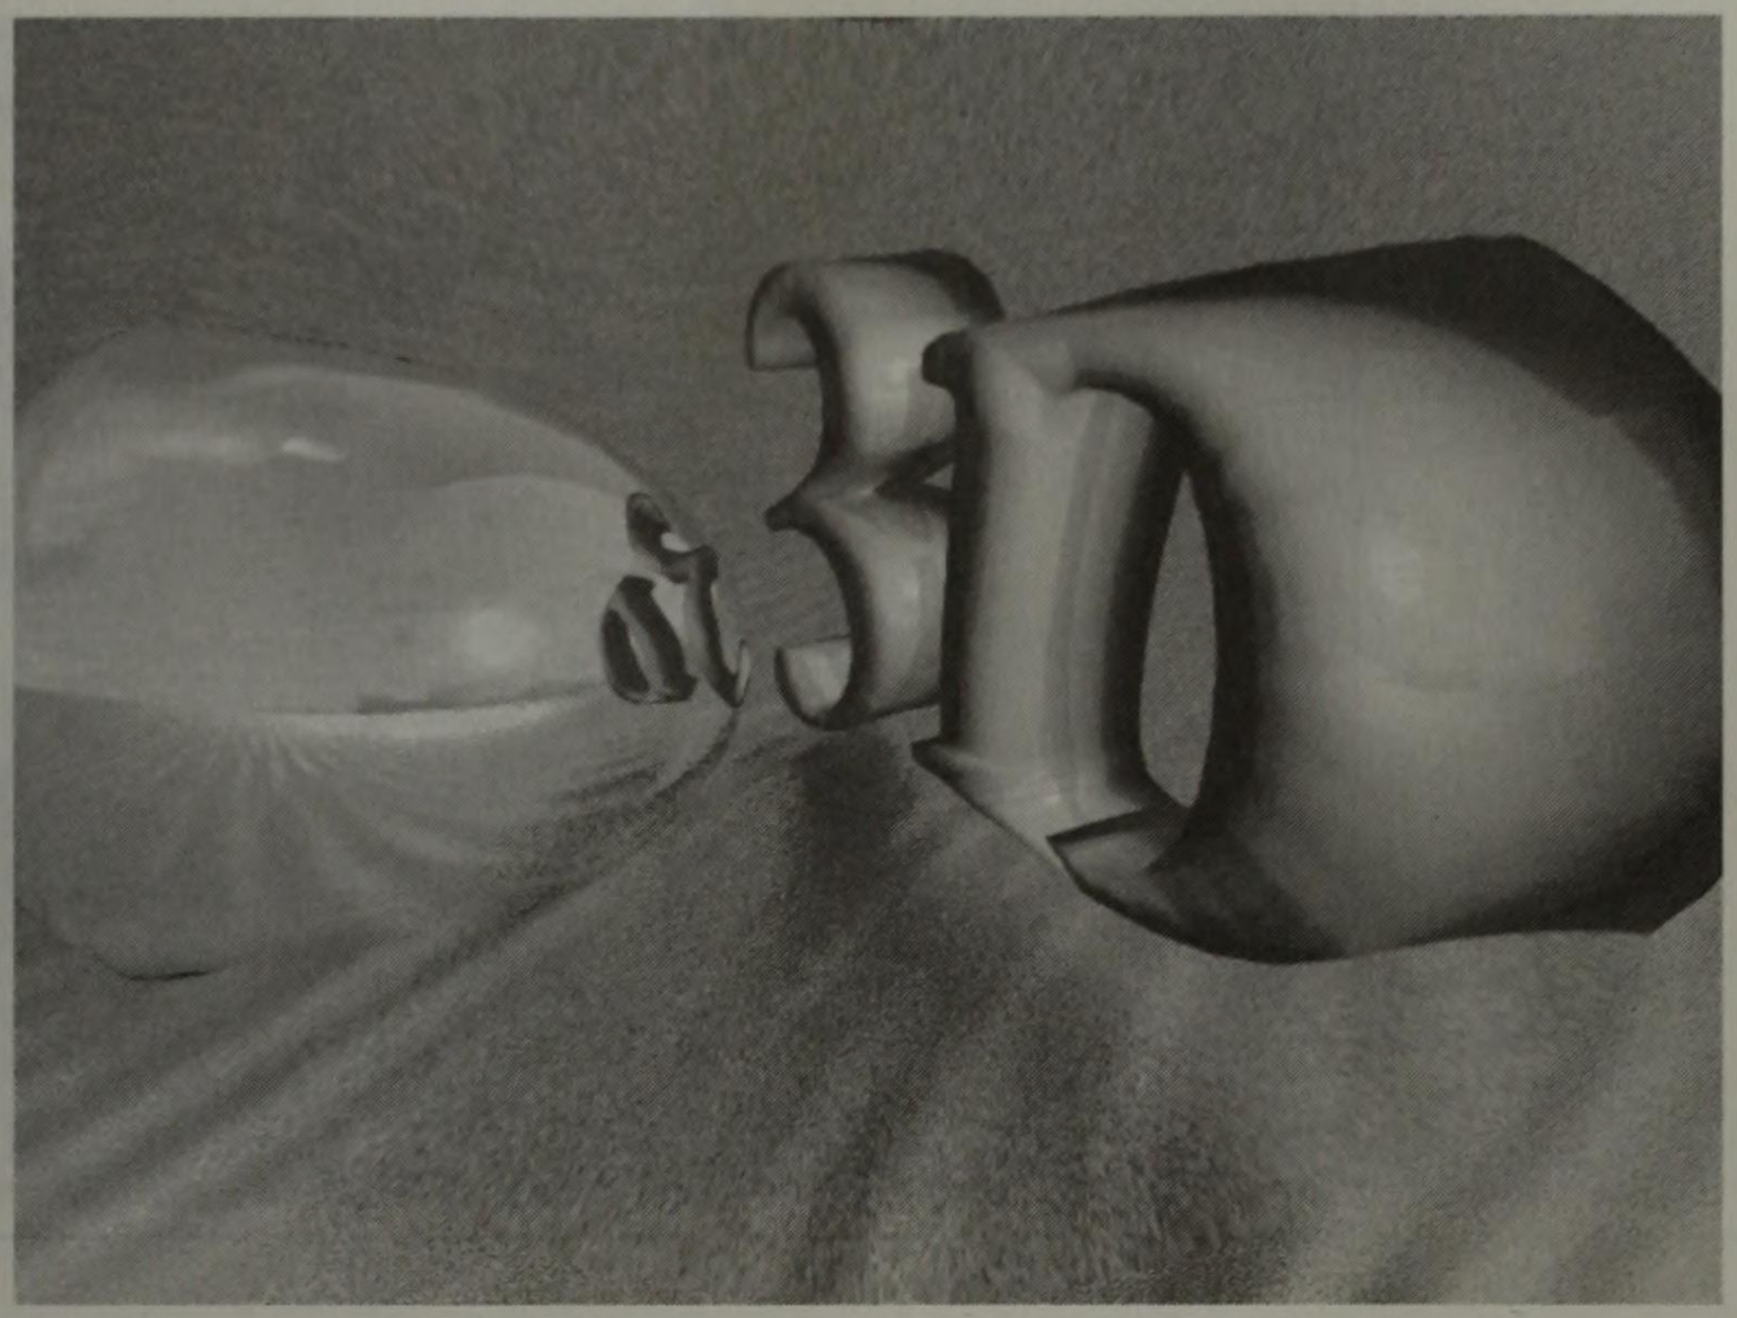

Figure 8-9
- **Deformations:** The Deformations tool creates more structured distortions of images. The image that you create looks like it has been reflected in curved surfaces: concave and convex mirrors and cylinders. Figure 8-9 shows the mirror ball scene highly distorted by the Deformations concave mirror tool.